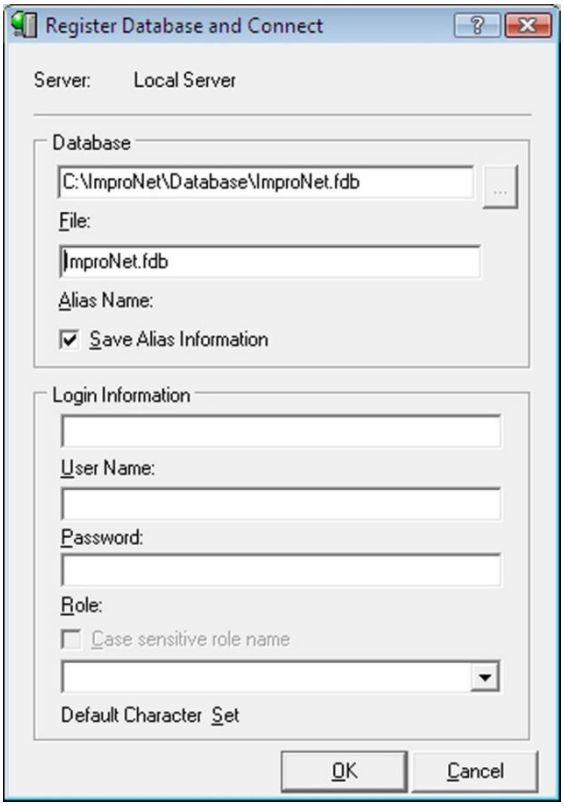

Figure 50 – Register Database and Connect Dialog
2. In the Register Database and Connect dialog, In the **Database** textbox, enter the full file path to your Database (see Figure 50).